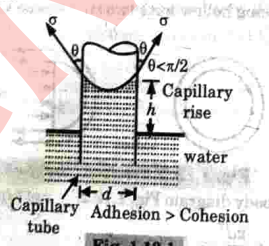

Fig. 1.13.1.
3. The Fig. 1.13.1 shows the phenomenon of rising water in the tube of smaller diameter.